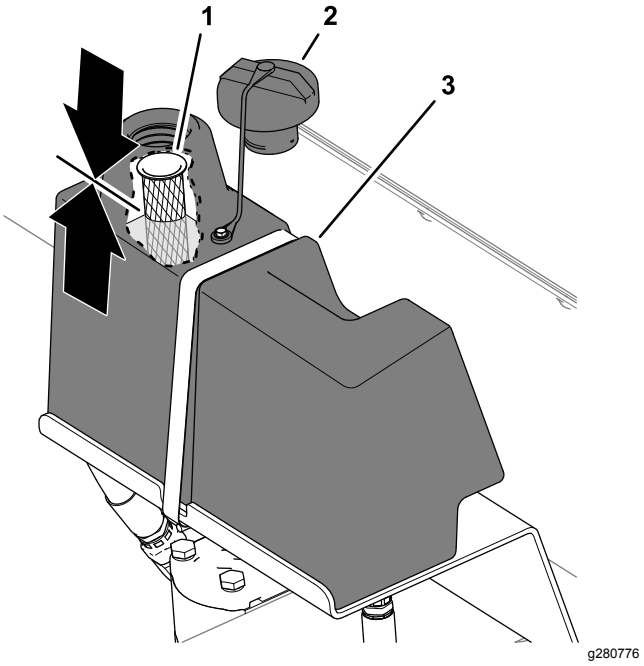

Figur 35
2. Rengør området omkring påfyldningsstudsen og hydraulikvæskebeholderens dæksel, og fjern dækslet (Figur 35).
Væskestanden skal være halvvejs oppe i sigten i påfyldningsstudsen (Figur 35).
5. Monter hydraulikvæskebeholderens dæksel (Figur 35).
5. Rengør området omkring hydraulikvæske-beholderens påfyldningsstuds og dæksel, og fjern dækslet. Se Figur 35 i Kontrol af hydraulikvæskestanden (side 28).
8. Monter hydraulikvæskebeholderens dæksel. Se Figur 35 i Kontrol af hydraulikvæskestanden (side 28).